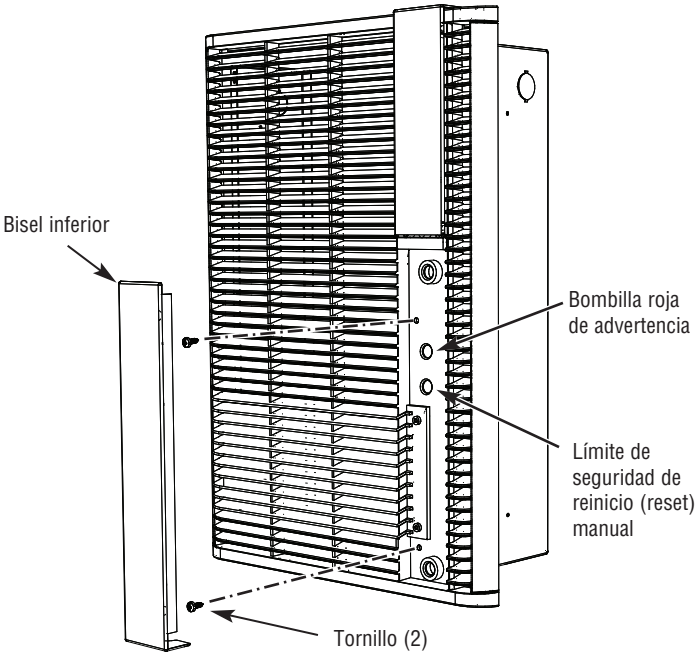

Figura 5- Ubicaciones de tornillos de rejilla
4. Hay dos orificios en el área de bisel inferior de la rejilla que se alinean con dos orificios del conjunto calefactor. Inserte los dos tornillos en estos dos orificios y apriete (Figura 5).
Este calefactor está equipado con un control de límite de seguridad de reinicio manual que apagará automáticamente el calefactor si éste se sobrecalienta, para evitar un incendio. Se encenderá una bombilla roja de advertencia para avisar que este control se ha activado. Vea la Figura 5 para conocer la ubicación de estos dispositivos.
PARA REINICIAR EL LÍMITE DE SEGURIDAD (VEA LA FIGURA 5)